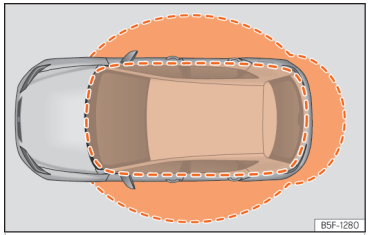

Abb. 73 Keyless-Access: Näherungsbereiche.
- Das Fahrzeug wird entriegelt, wenn der Zündschlüssel in einem Bereich in der Nähe erkannt wird ››› (Abb. 73). Alle Blinker des Fahrzeugs blinken zweimal.